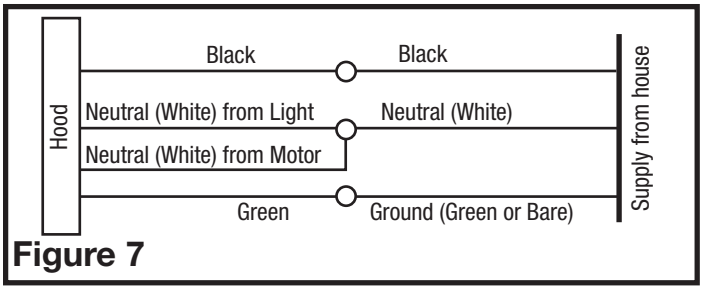

Figure 7
1. Connect the 2 loose White wires from the range hood to the White wire from the supply, and the loose Black wire from the range hood to the Black wire of the supply. Connect the ground wire (green or bare) from the supply to the green ground screw of the hood. Use approved methods for all connections **(Figure 7).**